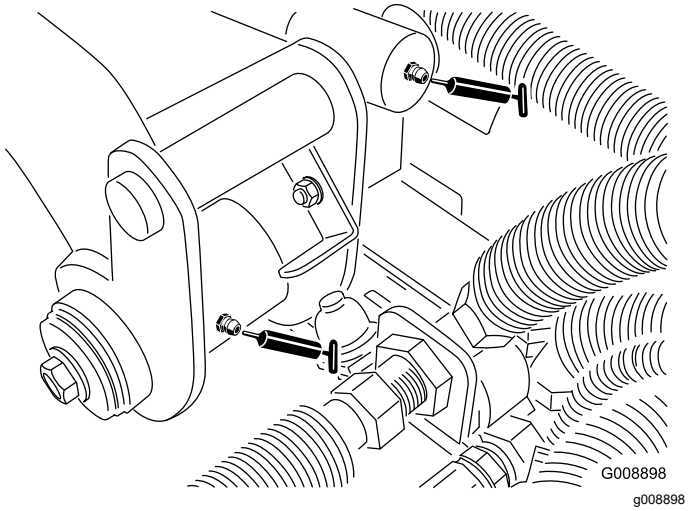

Figur 60
- Bakre lyftarmens svängpunkt och lyftcylinder (två nipplar – Figur 60)